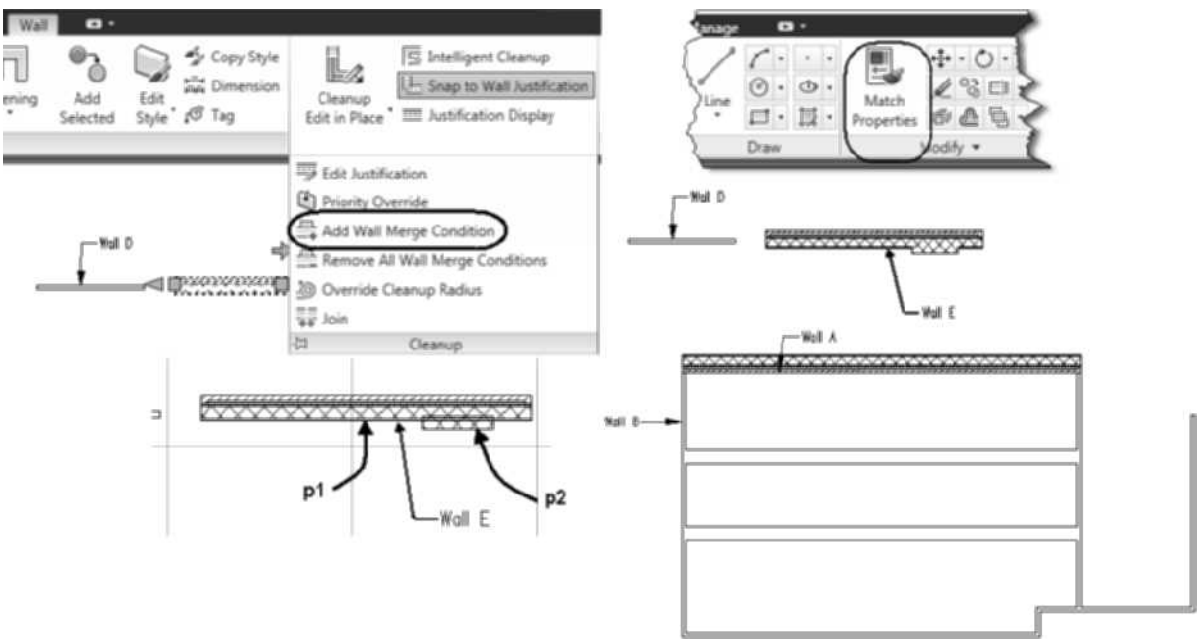

FIGURE 2.39 *Wall selected for Merge Wall*
15. Select **Wall E** at p1, as shown in Figure 2.39, and choose **Add Wall Merge Condition** from the Cleanup slide out panel. Respond to the workspace prompts as shown below:
`Select walls to merge with: 1 found (Select wall at p2 as shown in Figure 2.39.)`
16. In this step you will apply Match Properties to change the style of a wall. The Match Properties command does not modify the justification. Retain the selection of the wall at **p1**, as shown in Figure 2.39. Choose the Home tab. Choose **Match Properties** located in the Modify panel as shown in Figure 2.39. Respond to the workspace prompts as shown below: